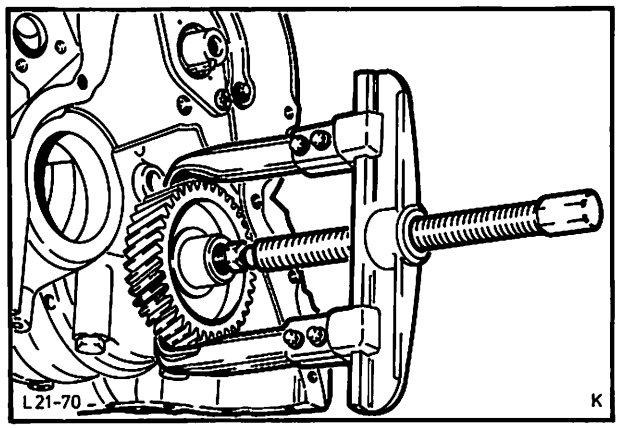

Abb. 95 Kurbelwellenzahnrad abziehen
24. Kurbelwellenzahnrad mit handelsüblichem Werkzeug abziehen, Abb. 95.